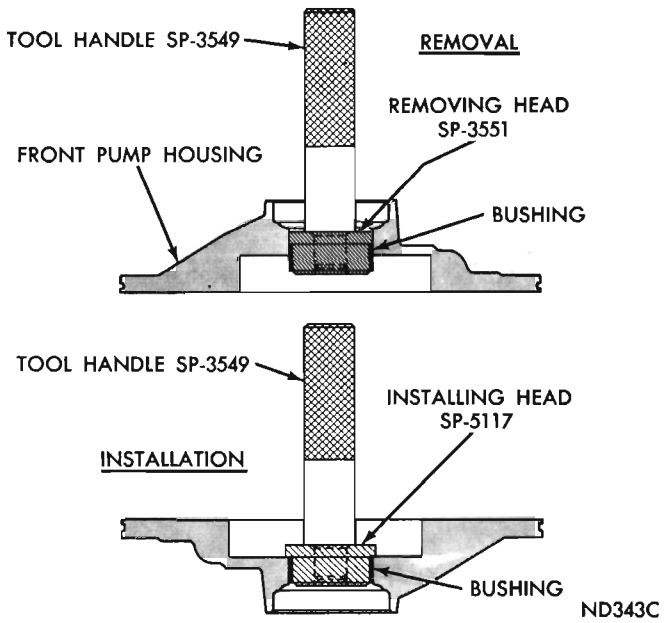
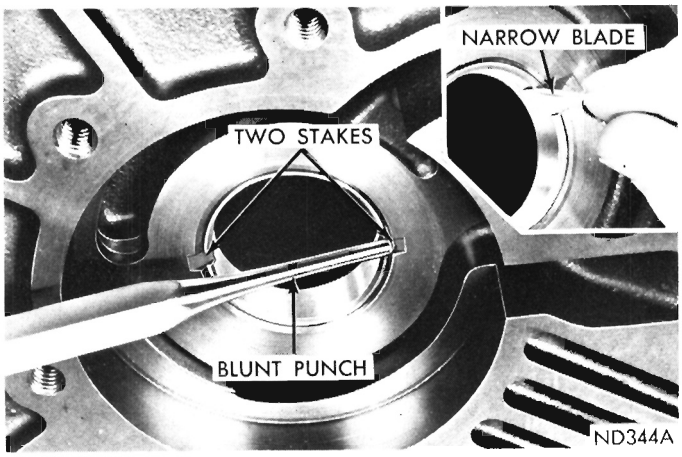

Fig. 59—Replacing Pump Bushing (A-904)
Fig. 60—Staking Pump Bushing (A-904)
(1) Place pump housing (seal face down) on a smooth firm surface.
(2) Place removing head, Tool SP-3551 in bushing and install handle, Tool SP-3549 in the removing head (Fig. 59).
(3) Drive bushing straight down and out of pump housing bore. Be careful not to cock tool in the bore.
(4) Position new bushing on installing head, Tool SP-5117.
(5) With pump housing on a smooth clean surface, start bushing and installing head in the bushing bore. Install handle, Tool SP-3549 in the installing head (Fig. 59).
(6) Drive bushing into housing until tool bottoms in the pump cavity. Be careful not to cock tool during installation.
(7) Stake bushing in place by using a blunt punch or similar tool (Fig. 60). A gentle tap at each stake slot location will suffice.
(8) Using a narrow-bladed knife or similar tool, remove high points or burrs around staked area (Fig. 60). Do not use a file or similar tool that will remove more metal than is necessary.